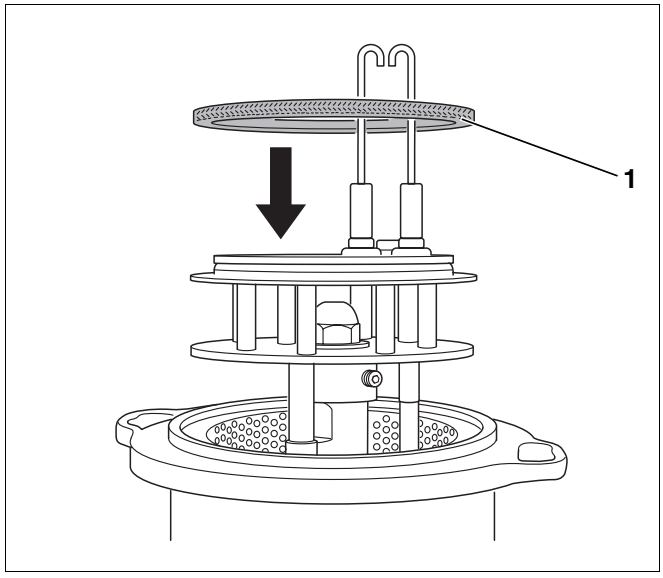

Abb. 40 Dichtung bei Brennertypen 55 bis 68 KW einsetzen
- Dichtung (Abb. 40, **Pos. 1**) zunächst auf dem Mischsystem aufsetzen.